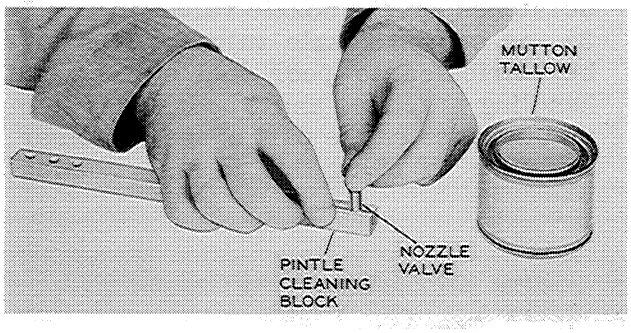

Figure I-27
The Pintle Cleaning Block, Figure I-27 provided in the CD-550 or CD-800 Tool Kits will be helpful in removing carbon from around the pintle on the nozzle valve.
b. Place the pintle end of the nozzle valve in one of the detents in the Pintle Cleaning Block. Squeeze the sides of the block together and slowly rotate the valve in the block, Figure I-27.